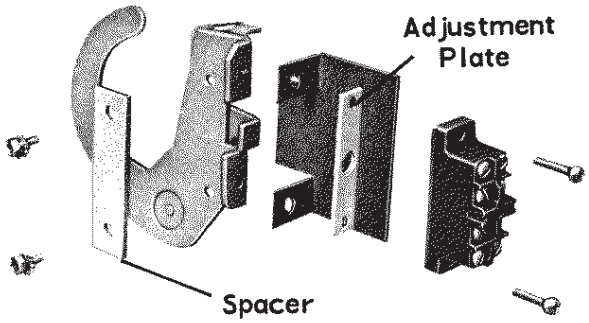

Fig. 2
NOTE: In some switches (depending on date of manufacture) there will be an indentation in the support bracket and it will be necessary to install the spacer shown in fig. 2 between the interlock and the support bracket.
4. If snap switch does not open before disconnect switch in Step 3, it may be necessary to install the adjustment plate shown in fig. 2 between the interlock operating mechanism and snap switch. Remove snap switch, install adjustment plate and re-mount snap switch.